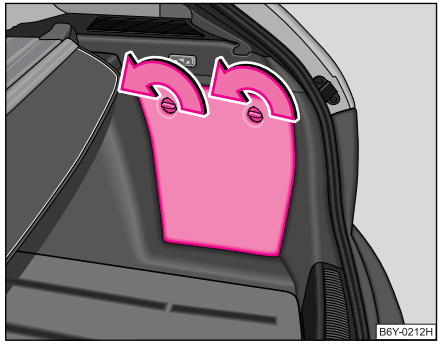

Fig. 80 Portbagajul: Compartimentele de depozitare
– Compartimentul se poate deschide rotind încuietoarea în sensul săgeţii ⇒ fig. 80. ■